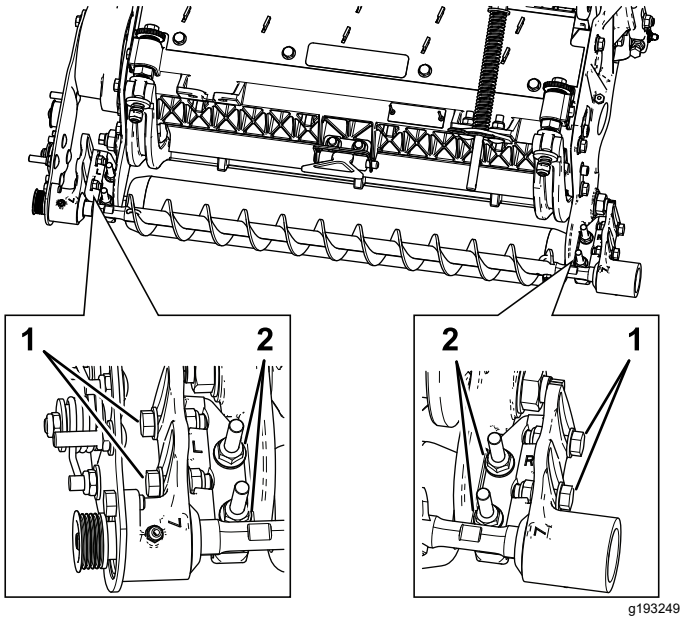

Figura 13
A. Allentate i 2 dadi di bloccaggio flangiati che fissano la staffa di montaggio della spazzola per rullo alla piastra laterale dell'apparato di taglio (Figura 13).
B. Girate l'alloggiamento del cuscinetto della spazzola per rullo fin quando la piastra della spazzola non risulta parallela alla piastra laterale dell'apparato di taglio (Figura 13).
C. Serrate i 2 dadi di bloccaggio flangiati che fissano la staffa di montaggio della spazzola per rullo alla piastra laterale dell'apparato di taglio (Figura 13).
1. Allentate i 2 bulloni che fissano ciascun alloggiamento del cuscinetto della spazzola per rulli alla staffa di montaggio della spazzola per rulli (Figura 13).